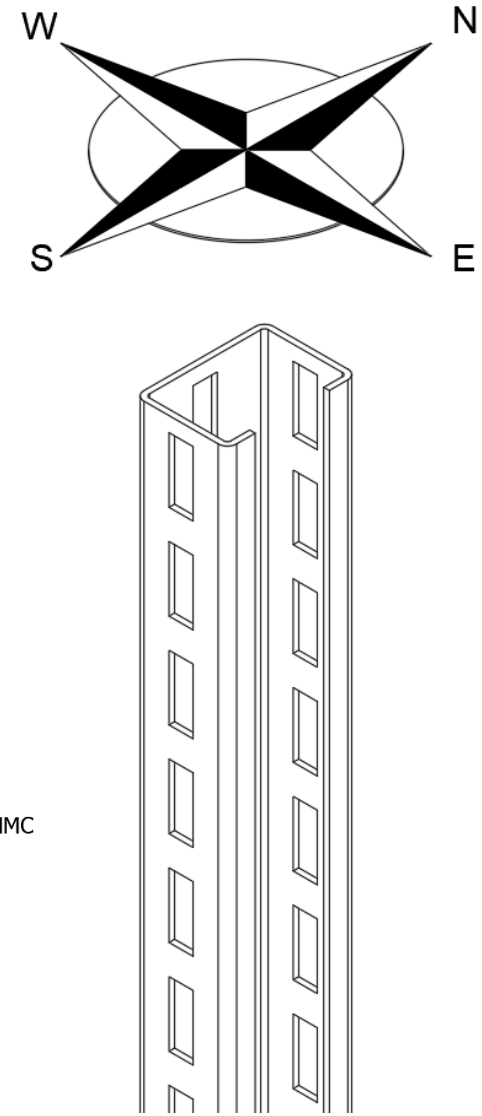

Рис. 6. Орієнтація опорних стійок
3) Закріпити передні та задні опорні стійки **CWT70H50/…NMC** до основ **PCS70** (деталь 1), з урахуванням їхньої орієнтації відносно сторін світу, наведеної на **рис. 6**.